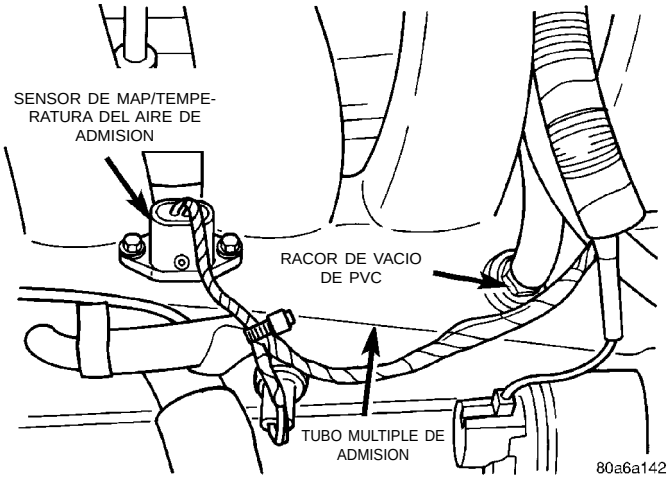

Fig. 36 Sensores de MAP/temperatura del aire de admisión
(7) Inspeccione las conexiones eléctricas de los sensores de MAP/sensor de temperatura del aire de admisión (Fig. 36).